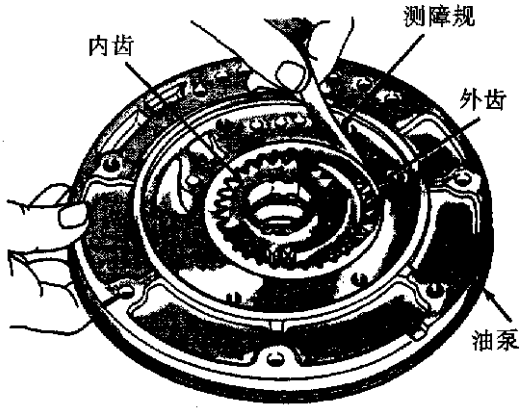

图 6－85　测量泵间隙(齿轮到凹槽)
(2)分解与组装：前离合器具体分解与组装步骤如图 6－86～图 6－91 所示。